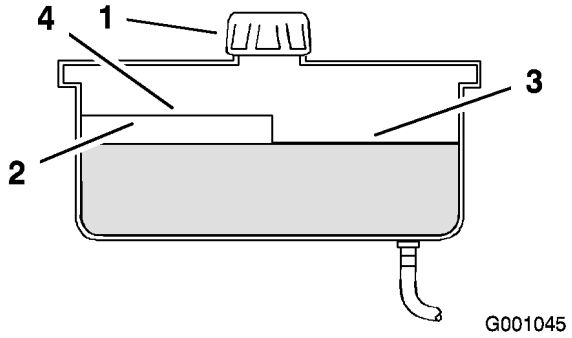

Figur 66
2. Rengør området omkring hydrauliktankens påfyldningsstuds (Figur 66).
3. Fjern dækslet fra påfyldningsstudsen. Kig i tanken for at se, om der er væske i beholderen (Figur 66).
Bemærk: Væskestanden skal nå op til toppen af varm-niveauet på pladen, når væsken er meget varm (Figur 66).